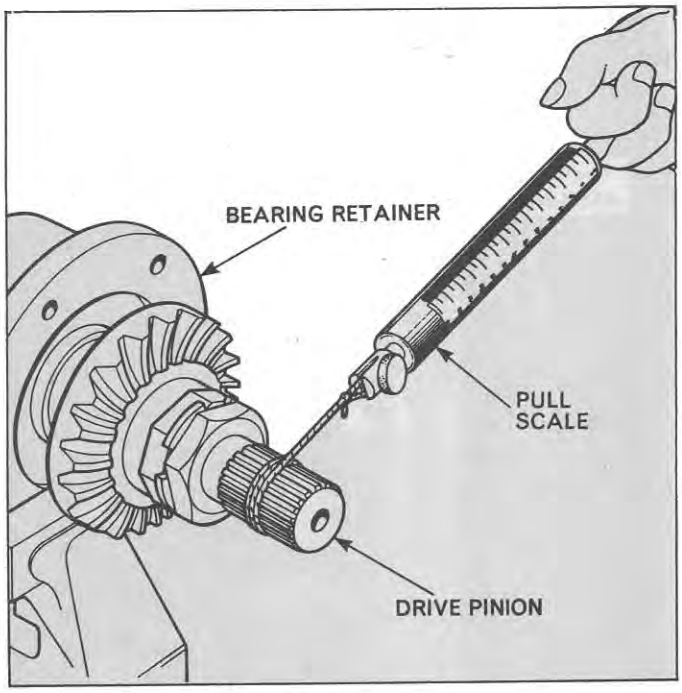
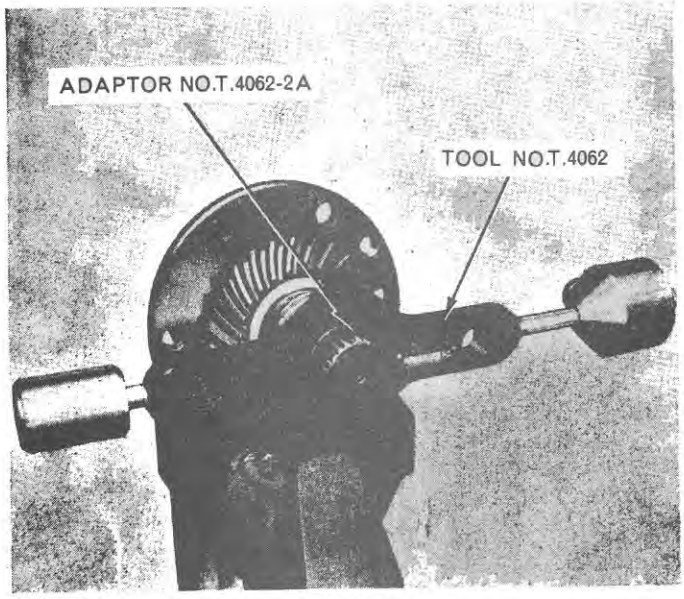

Figure 31
Figure 30
4. Using Tool No. T4094 or N-4634-A, tighten the inner nut to the specified pre-load. Use Tool No. T4062 with adaptor T4062-2A, to check the pre-load, Figure 30. If this tool is not available, a pull scale used together with a piece of cord wrapped around the splines of the pinion shaft, Figure 31, can be used to give the specified pull. (See Specifications Section, Chapter 3.)